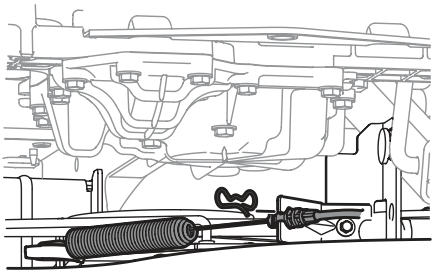

Fig. 43
7. Extraiga el pasador de chaveta que sujeta el cable de la PTO al soporte de la plataforma, tire hacia atrás del cable de la PTO, luego deslícelo fuera del soporte y desenganche el resorte de la polea loca (Fig. 43 en la página 69).